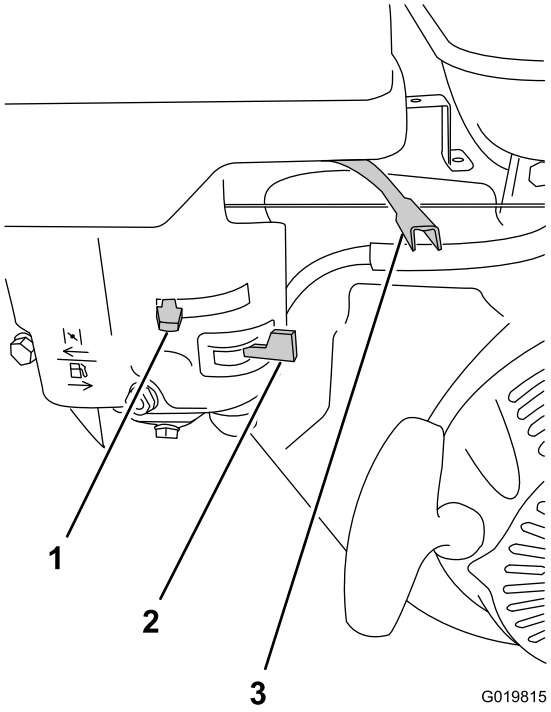

Figure 35
1. Sur le moteur, éloignez la commande d'accélérateur de la position Min et déplacez-la du tiers de sa course vers la position Max (Figure 35); voir Commande d'accélérateur (page 14).
2. Tournez le robinet d'arrivée de carburant complètement à droite en position ouverte (Figure 35); voir Robinet d'arrivée de carburant (page 14).
- Pour démarrer le moteur s'il est froid, déplacez la commande de starter complètement vers la gauche, en position fermée (Figure 35); voir Commande de starter (page 14).
4. Tournez la commande du moteur à la position Marche (Figure 35); voir Commande marche/arrêt du moteur (page 14).
1. Vérifiez que la commande de starter est à la position hors service (Figure 35); voir Commande de starter (page 14).
2. Réglez la commande d'accélérateur à la position Min (Figure 35); voir Commande d'accélérateur (page 14).